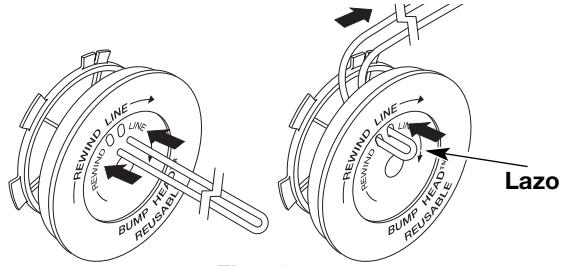

Fig. 16
6. Tome aproximadamente 20 pies (6 m) de nueva línea de corte, enlácela en dos longitudes iguales. Inserte cada extremo de la línea a través de uno de los dos orificios del carrete interior (Fig. 16). Pase la línea a través del carrete interior de modo que el lazo sea lo más pequeño posible.